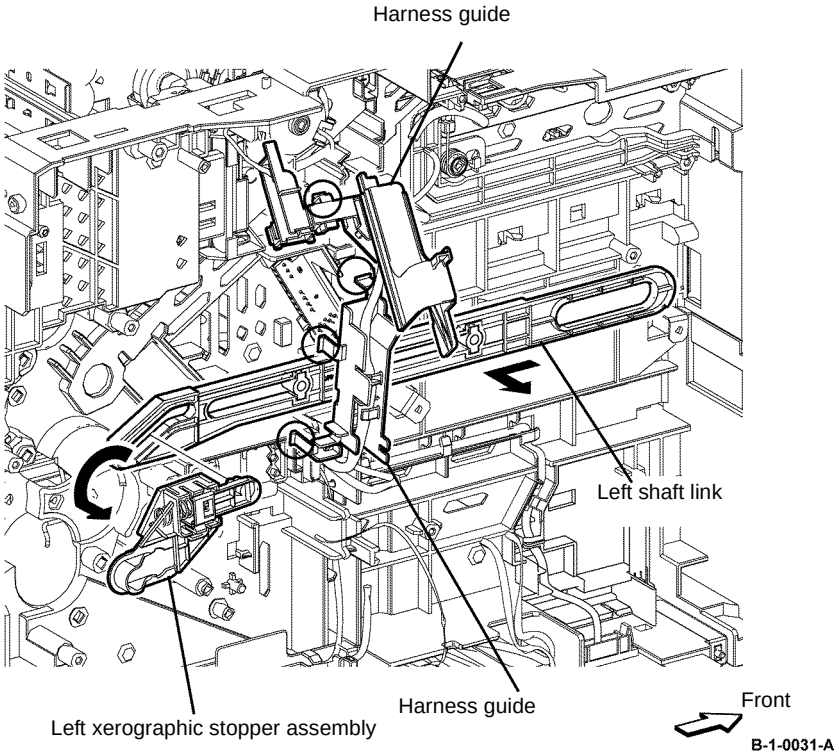

Figure 4 Left link shaft removal
17. Remove the left link shaft by bending it outside from inside the printer, Figure 4.